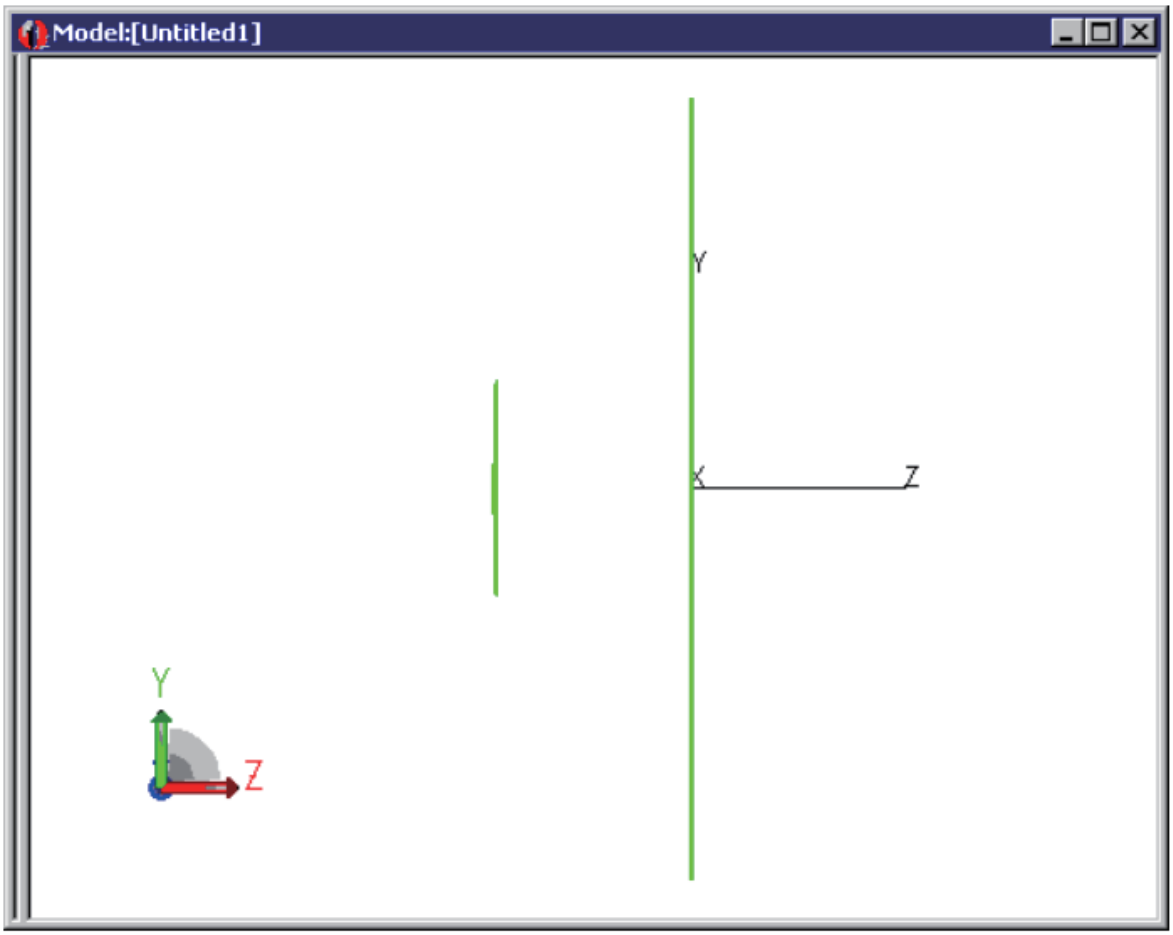

FIGURE 9.24 - The Model Window Display at the Current Step of the Example
c. シリンダの端面を選択し z=0 の位置にあるシリンダの端面を選択します。**プロパティの適用**ダイアログで**回折**タブを 選択した、チェックボックスをチェックして適用ボタンをクリックします。この時点でモデルは図 9.24 に一致するはずです。